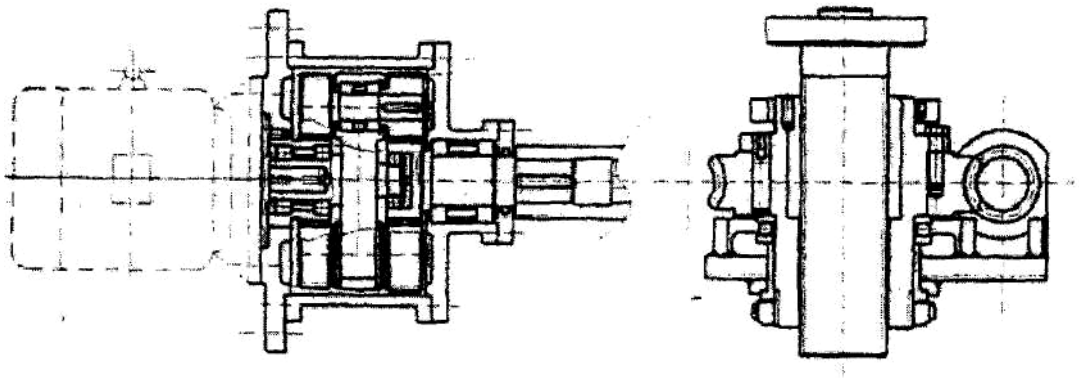

Рис. 8 — Чертеж подъемного механизма крепежного стола
4.4 Рис. 8 — Чертеж подъемного механизма крепежного стола